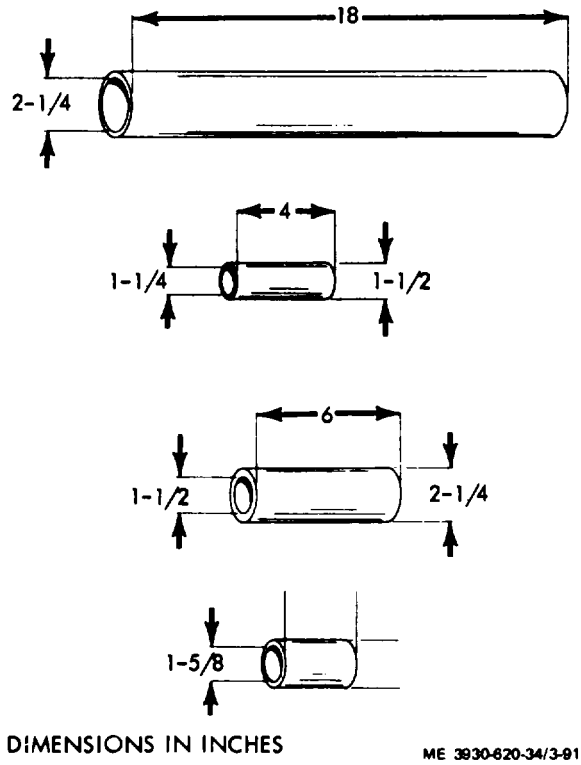

Figure 3-91. Armature shaft pipes.
(1) Place the drive end of the shaft in a heavy duty pipe approximately 2 1 / 4 inches I.D. and at least 18 inches long. (fig. 3-91.) Caution: Make certain the top end of the pipe makes complete contact with the core from above shaft, but within a radius of the core rivets.
(2) Place a second pipe of 1 1/4 inches I. D., 1 1/2 inches maximum 0. D and about 4 inches long. over commutator end against bearing shoulder on shaft. Apply vertical pressure on pipe (commutator end) and press shaft from armature.